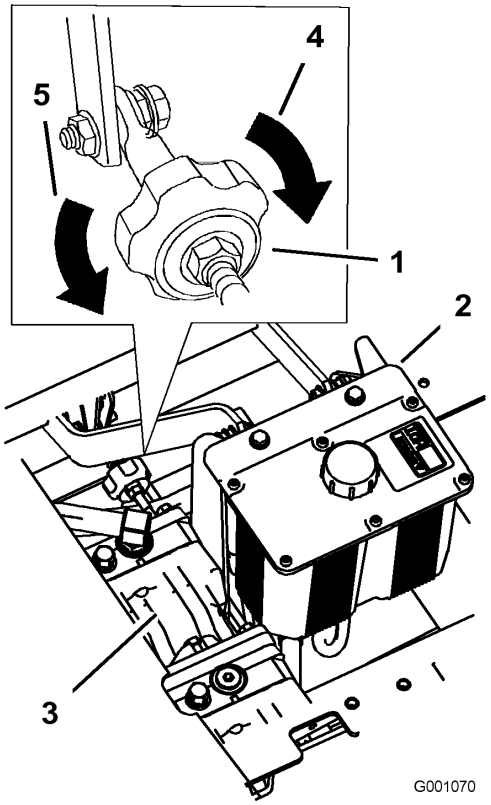

Figure 46
4. Pour que la machine tire à droite, tournez le bouton vers la droite de la machine (voir Figure 46).
5. Pour que la machine tire à gauche, tournez le bouton vers la gauche de la machine (voir Figure 46).